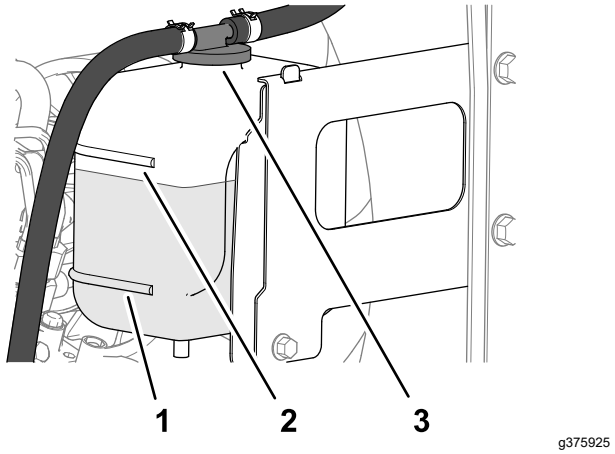

**Figuur 108**
3. Controleer het koelvloeistofpeil in de expansietank (Figuur 108).